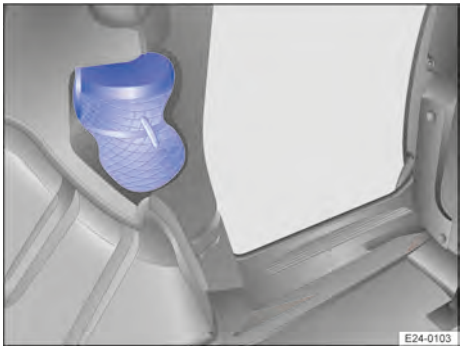

Fig. 164 En el panel lateral: red de retención guardada.
2. Abra el cierre y despliegue la red de retención → Fig. 164.
4. Afianzar la red de retención al panel lateral con los cierres → Fig. 164.